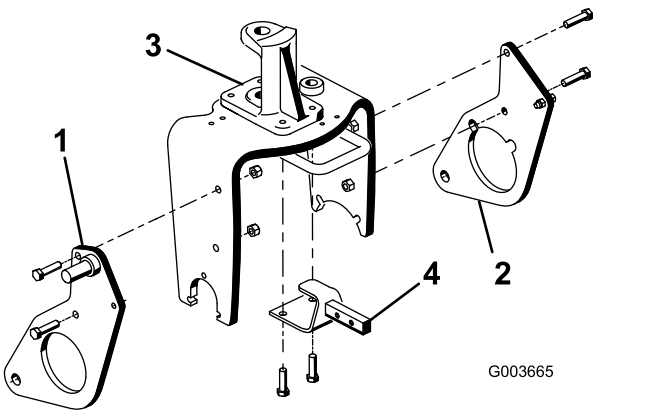

Bild 12
2. Wiederholen Sie den Vorgang mit der linken Pflugplatte (Bild 12).
4. Entfernen und entsorgen Sie die zwei Schrauben, mit denen die Vorderseite des Lenkzapfens an der Oberseite der Lenkgabel befestigt ist (Bild 12).
5. Befestigen Sie die Kupplungsrahmenhalterung mit zwei Schrauben (½" x 1¾") an der Unterseite der Lenkgabel an den Befestigungslöchern der Lenkgabel und des Lenkzapfens; siehe Bild 12.